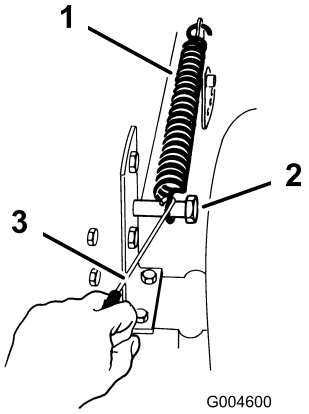

Figura 11
16. Agganciate la molla di sollevamento tra la staffa di sollevamento destra del tosaerba ed il bullone di fissaggio (Figura 11).